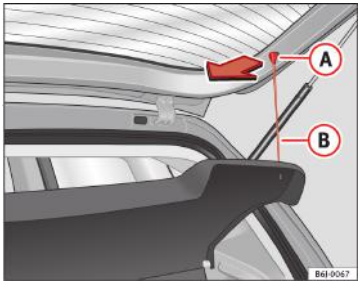

Fig. 90 Copertina portbagajului
– Scoateți bridele ⇒fig. 90 (B) din locaşurile (A)